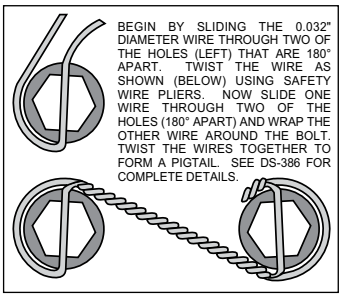

Figure 5. Safety Wire Diagram
•Orient the rotor (13) and the hat (14) as shown in Figure 1 and Photo 8. Attach rotor to hat using bolts (15) and washers (16). Apply red *Loctite*® 271 to the bolt threads and torque to 155 **in-lb** using a criss-cross pattern. For an added measure of security, the bolts may be safety wired using standard 0.032 inch diameter stainless steel safety wire as shown in Figure 5. Please refer to Wilwood's data sheet DS-386 (available at www.wilwood.com/Pdf/DataSheets/ds386.pdf) for complete safety wire installation instructions.
•Slide the rotor registration adapter (12) onto the register on the axle flange with the smaller O.D. facing toward the rotor/hat (13 and 14), Photo 9.